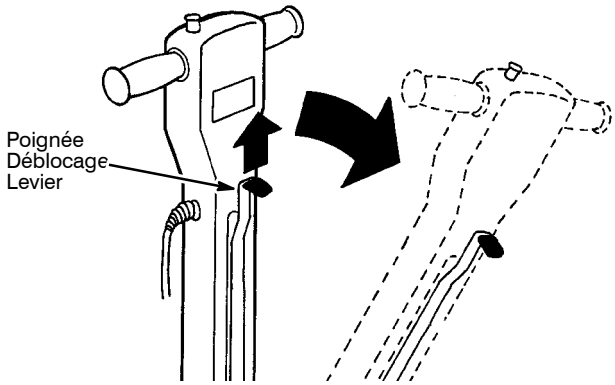

FIG. 4
3. Abaissez la poignée à une hauteur de manipulation confortable en tirant vers le haut le levier d'ajustement de hauteur de la poignée. Relâchez le levier pour engager la poignée (Figure 4).